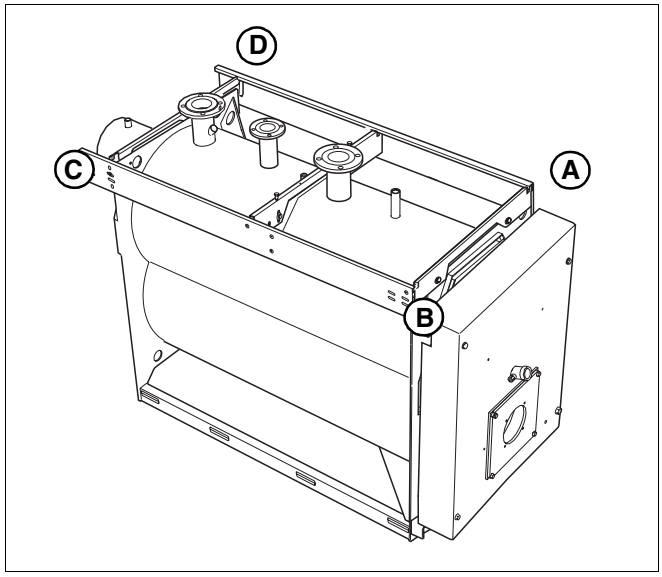

Fig. 18 Mettere a livello una con l'altra le traverse laterali destra e sinistra.
- La messa a livello in diagonale delle traverse laterali destra e sinistra deve avvenire da A verso C e da B verso D (fig. 18). Eventualmente spostare una traversa ed avvitarla utilizzando le asole.